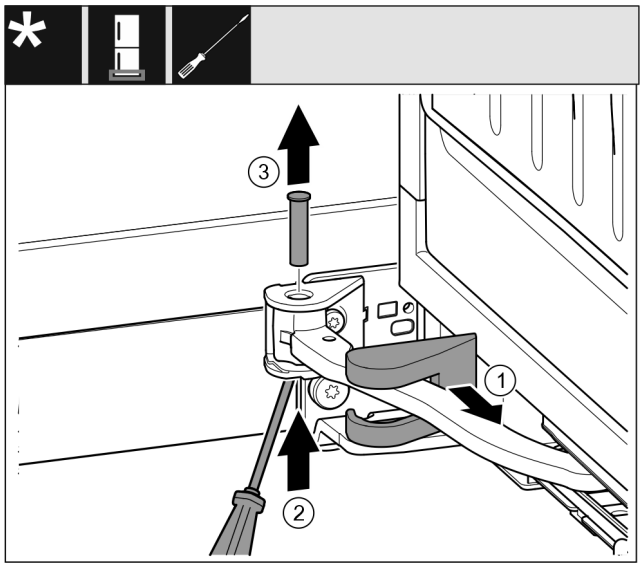

Fig. 15
▶ Noņemiet gultņa balsta pārsegu *Fig. 15 (1)* un bīdiet gar šarnīru.
▶ Paceliet no apakšas tapu *Fig. 15 (2)* ar skrūvgriezi.
▶ Izvelciet ārā tapu *Fig. 15 (3)* no augšas.